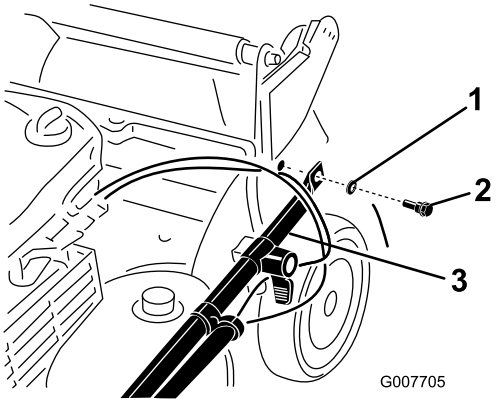

Figur 3
2. Montera handtagsändarna på klipparhuset med de båda brickorna och handtagsbultarna (Figur 3), **men dra inte åt bultarna.**
Viktigt: Dra kablarna på *utsidan* av handtaget (Figur 3).